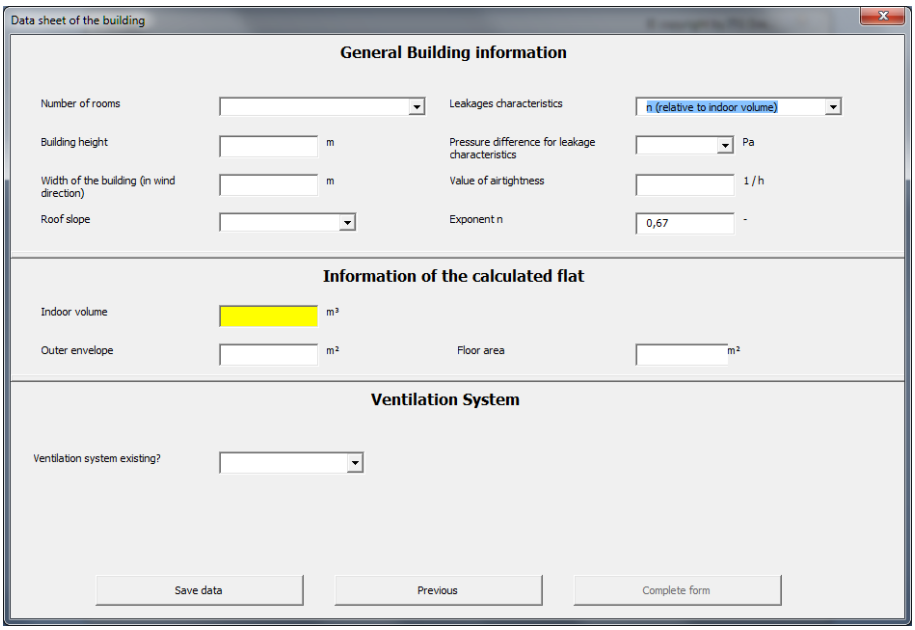

Figure 6: Input mask "General building information" with yellow highlighted input field for the indoor volume
- Indoor volume in m³ (selecting n (relative to indoor volume)), see Figure 6